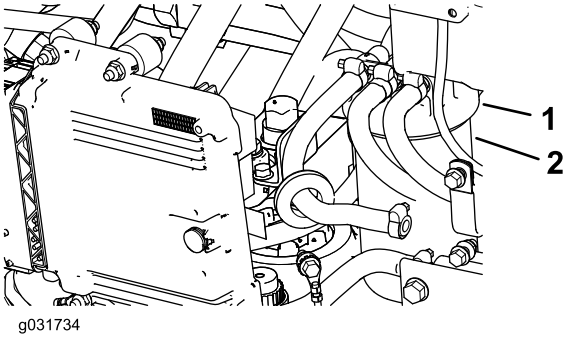

Figur 89
1. Rengør området omkring brændstoffilterhovedet (Figur 89).
2. Fjern filteret, og rengør filterhovedets monteringsoverflade (Figur 89).